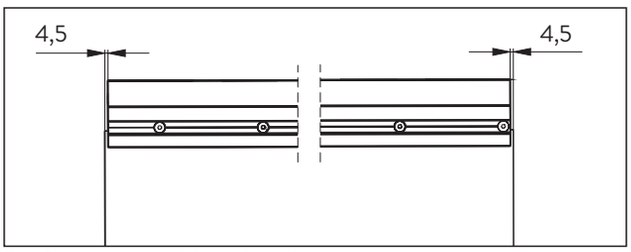

Fig. 19 Alinear el riel superior de la puerta
7. Alinee el riel superior de la puerta con una distancia de 4,5 mm (Fig. 19).
2. Alinee el riel superior de la puerta con una distancia de 4,5 mm (Fig. 19).